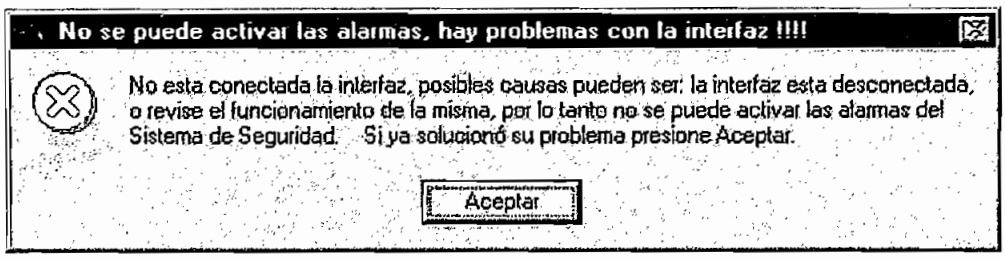

Figura 3.4 Pantalla que avisa que la interfaz E/S esta sin energía.
- En cuanto a la prueba 8, se comprobó que al quitar la energía a la Interfaz E/S cuando el sistema se encuentra en vigilancia continua, emite un mensaje avisando que se energice o que se revise la Interfaz E/S tal como se indica en la Figura 3.4.